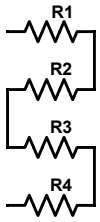

Figure 42.2: A series chain of resistors can be folded up to make the ends of resistors that are connected adjacent in the layout.
- When deciding where to place resistors, try to put the shared nodes of series connections next to each other to keep wiring short. A long series chain can be folded up so that shared nodes are adjacent, as shown in Figure 42.2.